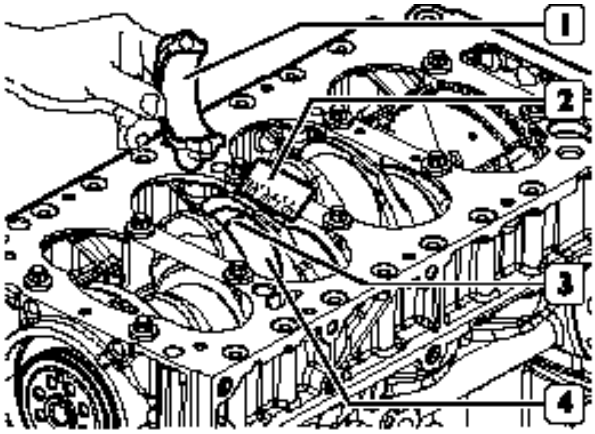

Figura 158
- Desmonte la capa (3) y determine la holgura existente comparando la anchura del hilo calibrado (3, figura 158) con la graduación de la escala expuesta en el envoltorio (2, figura 158) del hilo calibrado. En caso de que la holgura sea diferente de aquélla prevista, se deberán reemplazar los semicojinetes y repetir el control. Una vez obtenida la holgura requerida, lubrique los semicojinetes de biela y móntelos definitivamente apretando los tornillos de fijación de las capas de biela de la manera ilustrada.